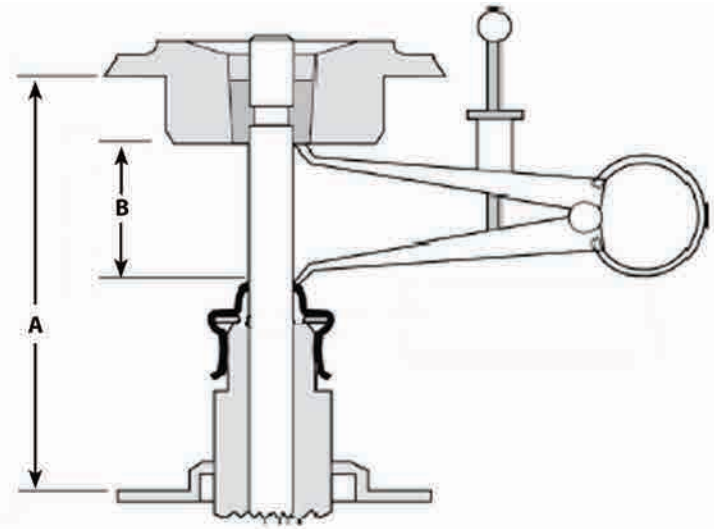

Fig. 1
d. While holding the valve firmly against the seat in the closed position, measure the installed spring height (distance between lower valve spring seating surface and bottom of top collar. **See Figure 1, below, left.** Record this measurement in the table below.
e. Measure distance between top collar keepers and top of the valve guide. **See Figure 1, Dimension B.** Distance must be at least .060" greater than the valve lift of the cam to be used.